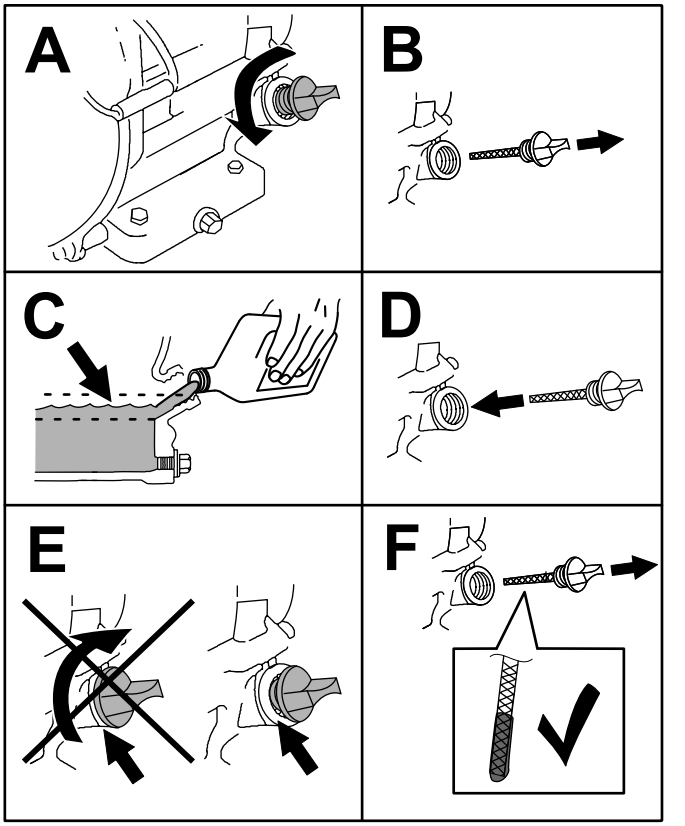

Figure 26
5. Versez lentement environ 80 % de l'huile spécifiée dans le tube de remplissage, puis faites l'appoint lentement jusqu'à ce que le niveau atteigne le repère **maximum** (Figure 26).